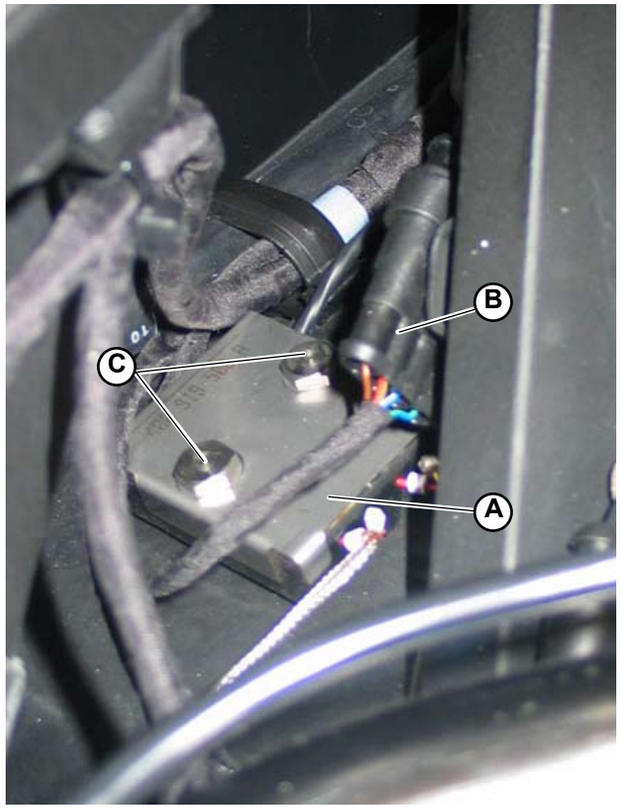

Fig.5
1. To secure the cold junction control unit (**A-Fig.5**) to the car, access through the rear hood and connect the connection (**B-Fig.5**) and tighten the 2 screws (**C-Fig.5**).